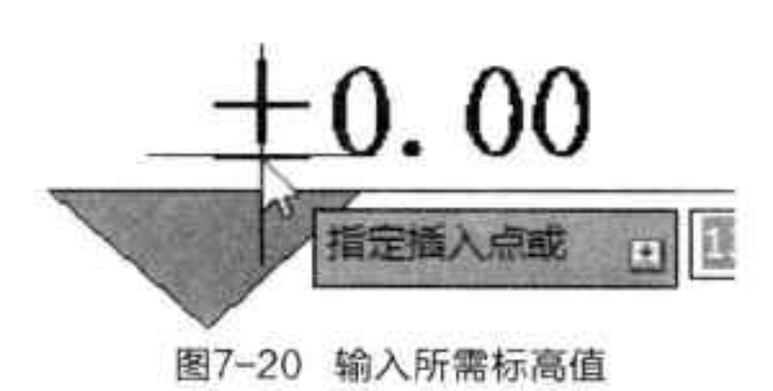

图7-20 输入所需标高值
Step 09 此时在绘图区中指定好标高点，并根据命令行提示输入所需标高值即可，如图 7-20 所示。